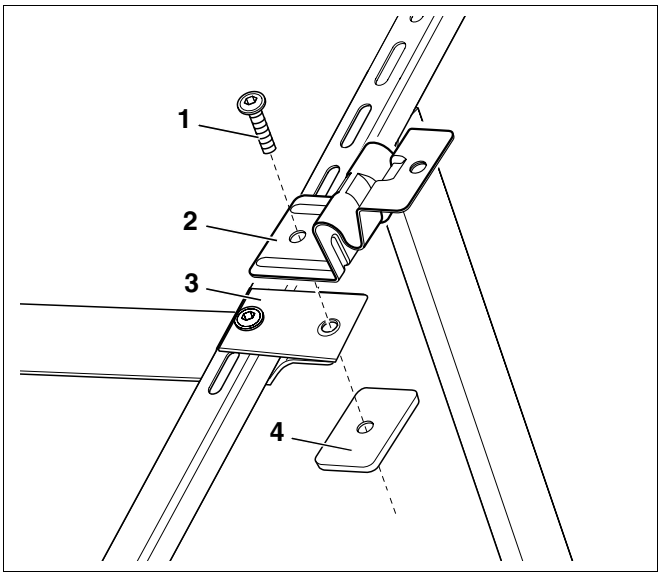

Afb. 34 Zijdelingse collectorhouder aan de profielrails vastschroeven
- Schroef de zijdelingse collectorhouder (afb. 34, **pos. 2**) en de afstandsbanden (afb. 34, **pos. 3**) met behulp van de draadplaten (afb. 34, **pos. 4**) vast.